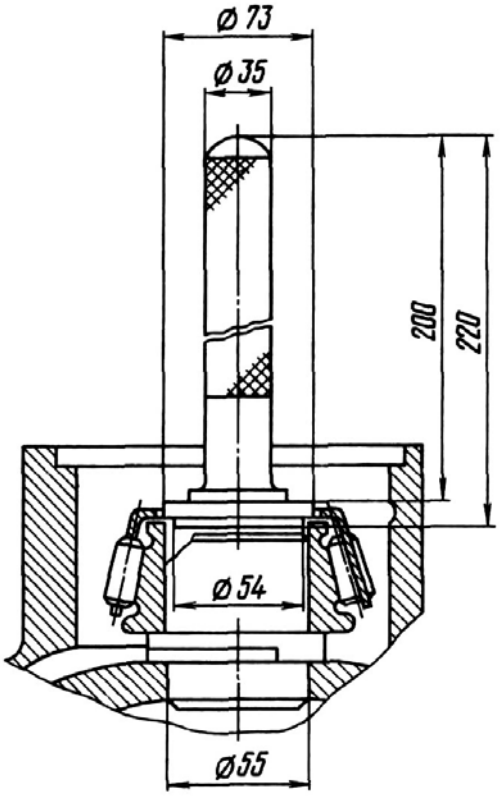

Рис.54. Напрессовка внутренней обоймы подшипника на шкворень шаровой опоры
8. С помощью оправки (рис.54) напрессуйте поочередно внутренние обоймы подшипников поворотного кулака на шкворни шаровой опоры.